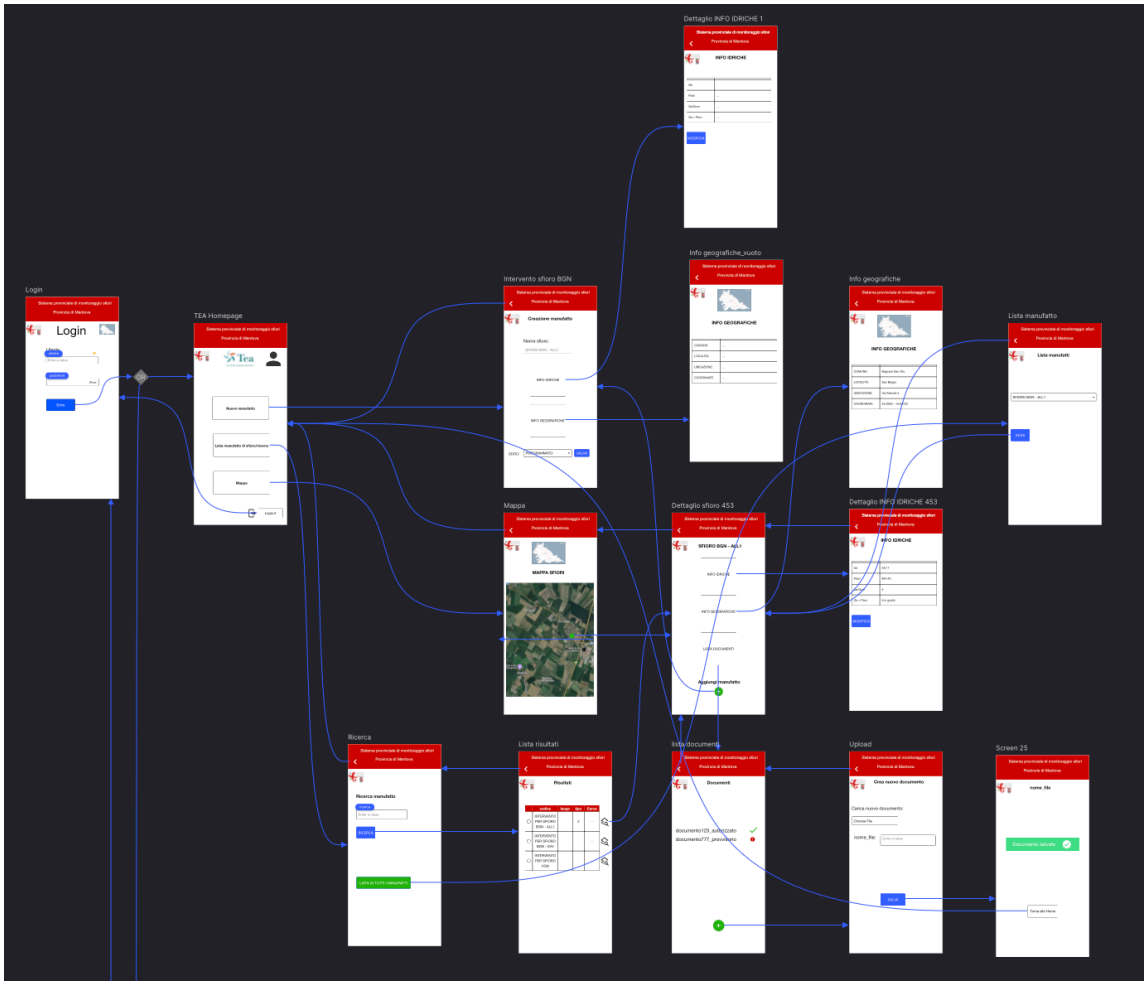

Figura 2 – Mappa delle interazioni tra le pagine del sistema
- Navigare tramite flussi logici tra le sezioni (Figura 2: Flusso di navigazione)